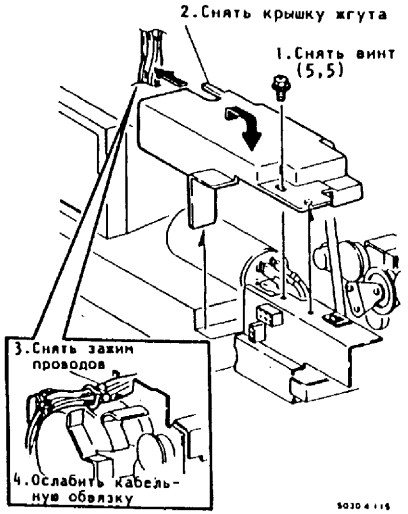

Рис.1. Снятие узла кронштейна выхода
5. (Рис.1, Рис.2): Снять узел кронштейна выхода.